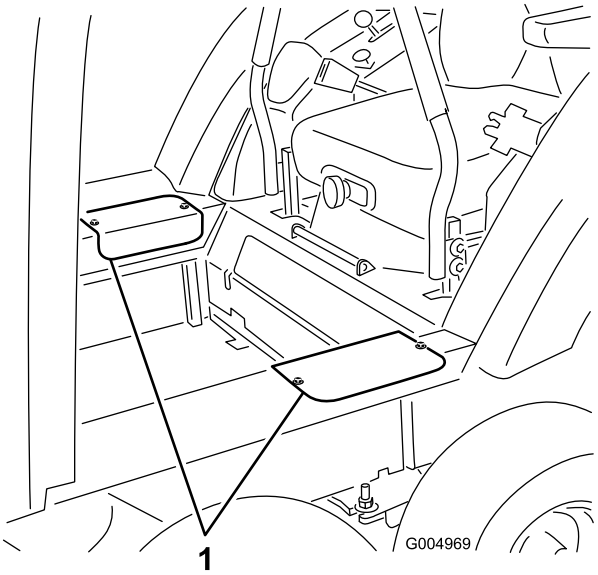

**Rysunek 128**
2. Odkręć dwie śruby mocujące pokrywy dostępowe z każdej strony, a następnie zdejmij pokrywy (Rysunek 128).